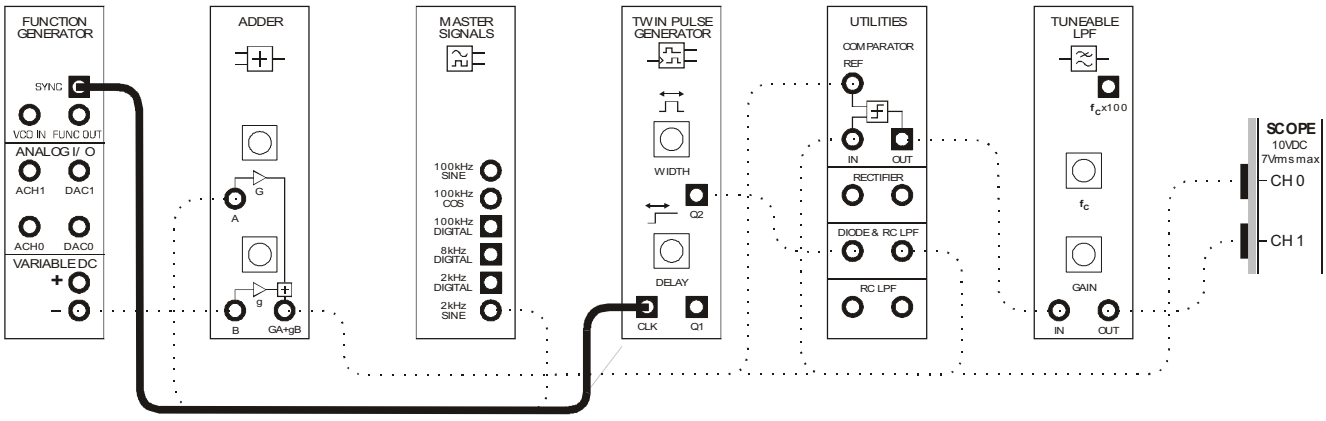
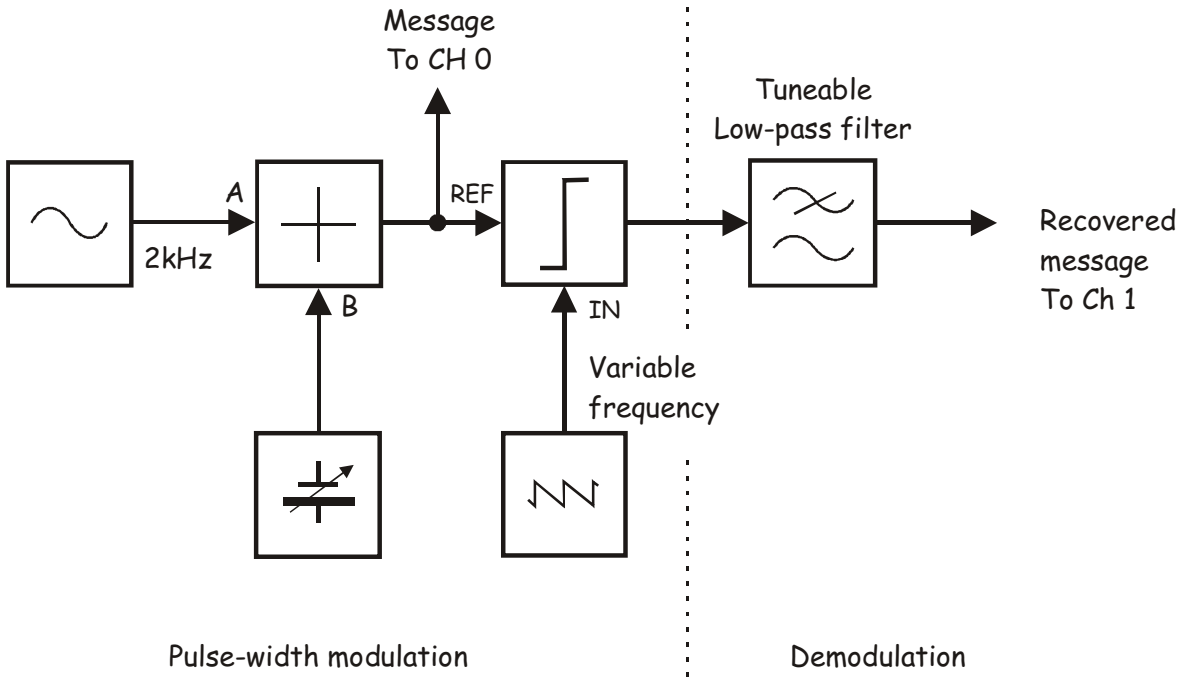

Figure 17
Figure 18
69. Disconnect the plug to the Master Signals module's *8kHz DIGITAL* output and modify the set-up as shown in Figure 17 below.
The set-up in Figure 17 can be represented by the block diagram in Figure 18 below. The function generator is being used to generate the sawtooth waveform so that its frequency can be varied and the effects of this observed and heard.